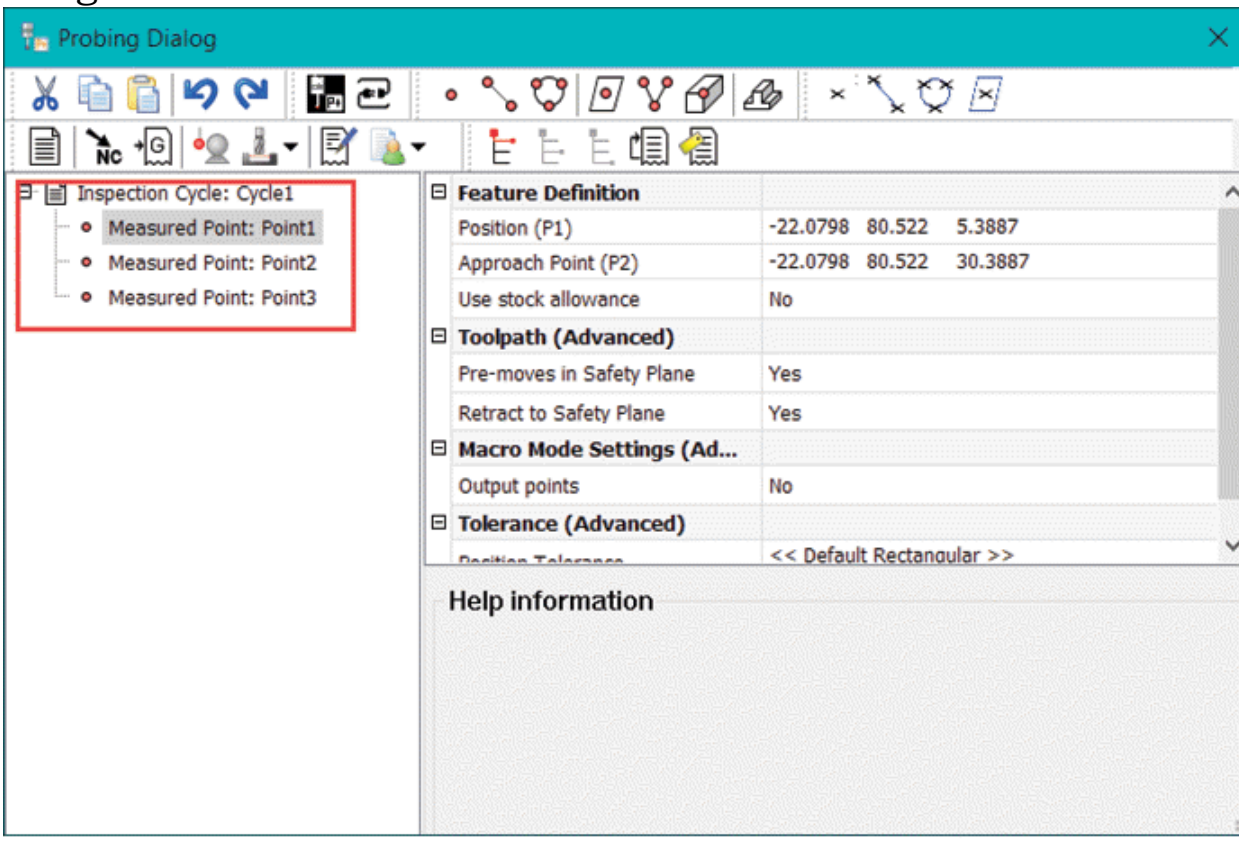

Figure-6. Points for measurement
- After selecting points to be measured, press **ENTER**. The points for probing will be displayed in the dialog box; refer to Figure-6.